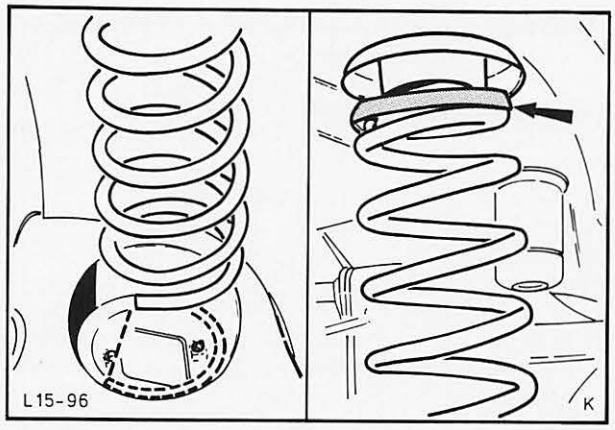

Abb. 151 Schraubenfeder mit Gummiring einsetzen, dabei auf richtige Einbaulage der Feder achten
6. Hinterfeder mit aufgelegtem Gummiring einsetzen, Abb. 151.
7. Schräglenker anheben, dabei Feder in die richtige Einbaulage bringen, Abb. 151.